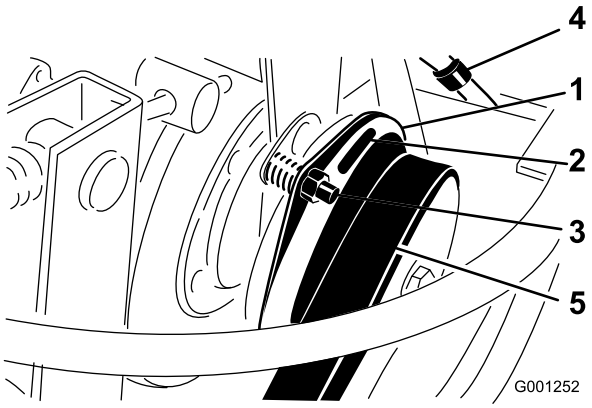

Figur 66
3. Juster avstanden slik at et 0,38 mm følerblad kan skyves mellom koblingsbelegget og friksjonsplaten ved hjelp av lett trykk (Figur 66). Avstanden kan reduseres ved å vri mutteren med klokken (Figur 66). Maksimal avstand er 0,76 mm. Justere alle tre avstandene.